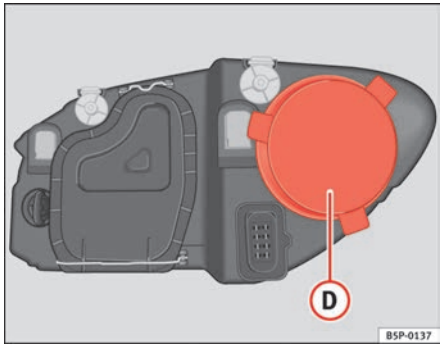

Fig. 186 Side lights
– Remove the cover ⇒ fig. 186 (D) by pulling on this.